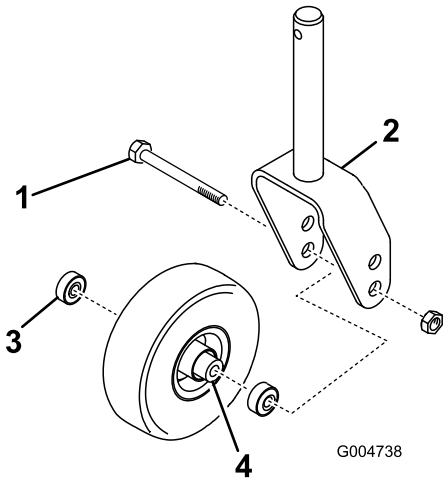
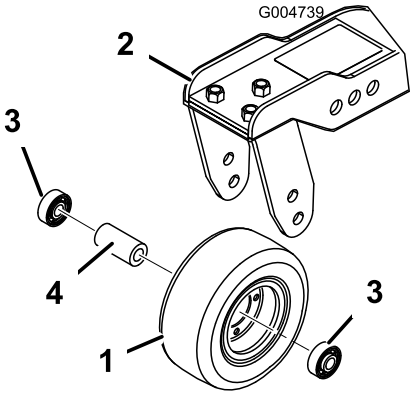

Figur 79
Figur 80
1. Lossa låsmuttern från bulten som fäster svänghjulet mellan hjulgaffeln (Figur 79) eller svänghjulsarmen (Figur 80). Ta tag i svänghjulet och skjut ut bulten ur gaffeln eller svängarmen.
2. Ta bort lagret från hjulnavet och låt lagerdistansbrickan falla ut (Figur 79 och Figur 80). Ta bort lagret från hjulnavets motsatta sida.